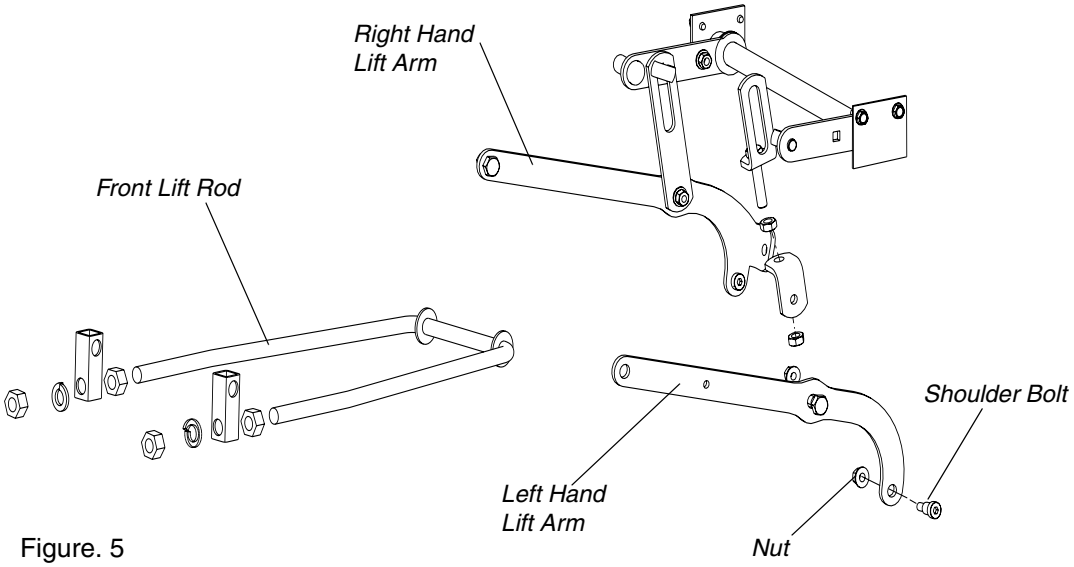

Figure. 5
f. Remove the shoulder bolt and nut from the Left Hand Lift Arm and the Right Hand Lift Arm from the deck.(See Figure 5.)
h. Shift the deck forward until the Front Lift Rod is free and you are able to remove the deck. (See Figure 5.)